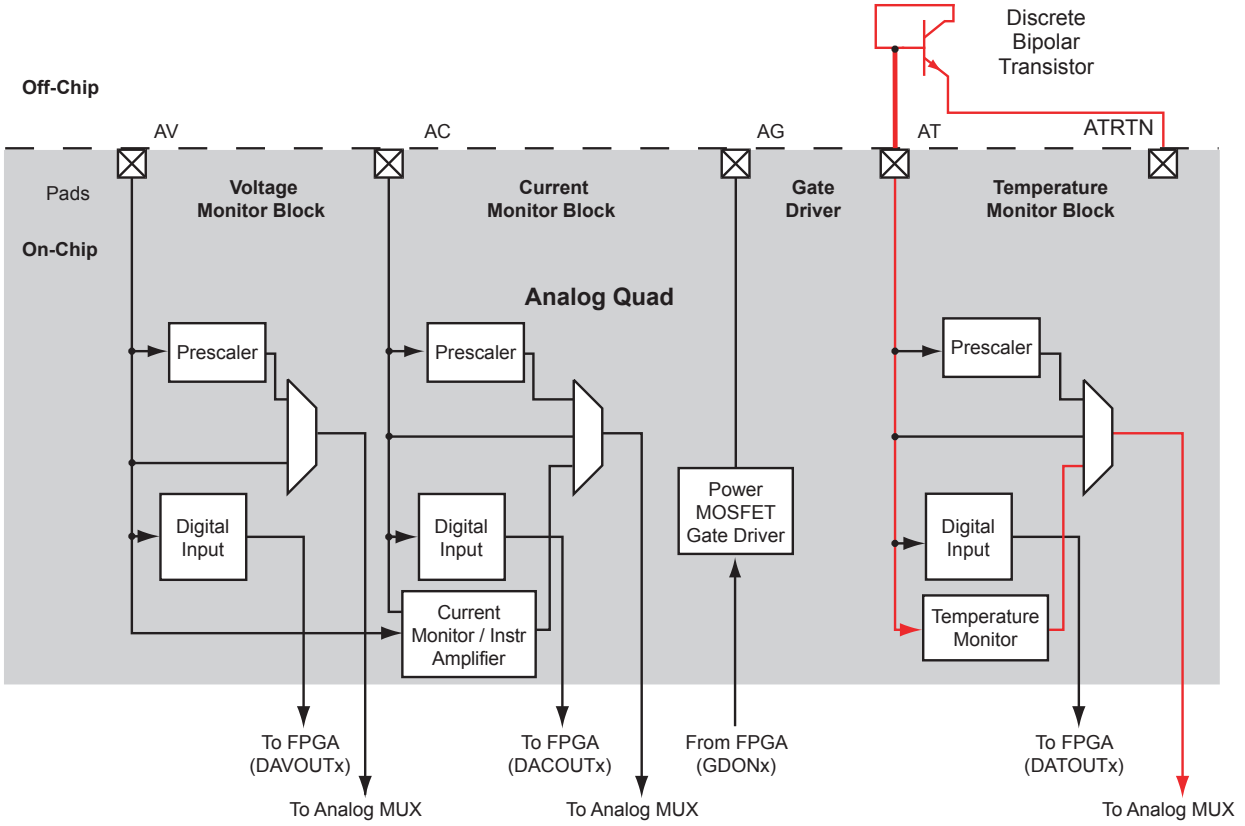

Figure 2-76 • **Temperature Monitor Quad**
The final pin in the Analog Quad is the Analog Temperature (AT) pin. The AT pin is used to implement an accurate temperature monitor in conjunction with an external diode-connected bipolar transistor (Figure 2-76). For improved temperature measurement accuracy, it is important to use the ATRTN pin for the return path of the current sourced by the AT pin. Each ATRTN pin is shared between two adjacent Analog Quads. Additionally, if not used for temperature monitoring, the AT pin can provide functionality similar to that of the AV pad. However, in this mode only positive voltages can be applied to the AT pin, and only two prescaler factors are available (16 V and 4 V ranges—refer to Table 2-57 on page 2-130).